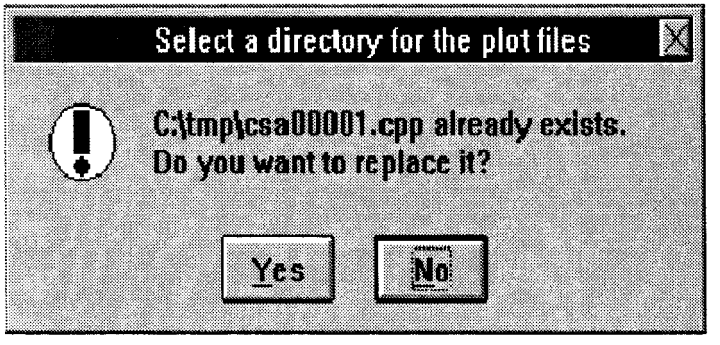

FIGURE 4-46. SAVE PLOT FILE CONFIRMATION DIALOG WINDOW
(1) If a file in the selected directory already exists, a dialog is displayed asking the user whether or not to replace the existing file (Figure 4-46).